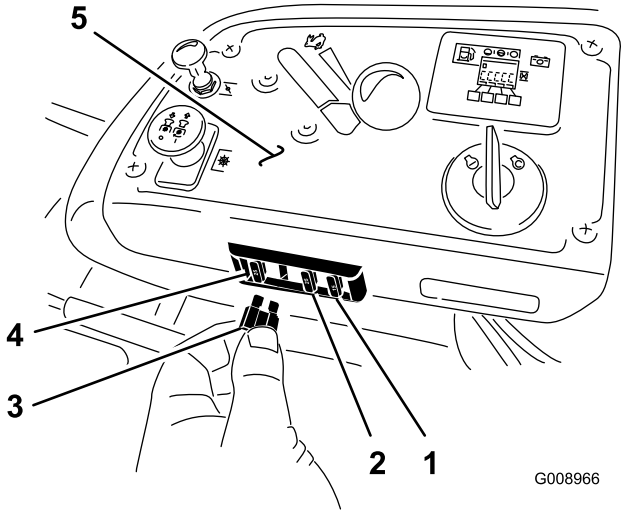

**Figuur 61**
1. De zekeringen bevinden zich op de rechterconsole naast de stoel (Figuur 61).
3. Monteer een nieuwe zekering (Figuur 61).